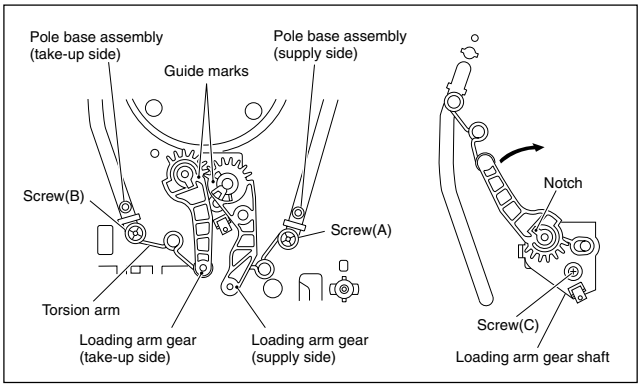
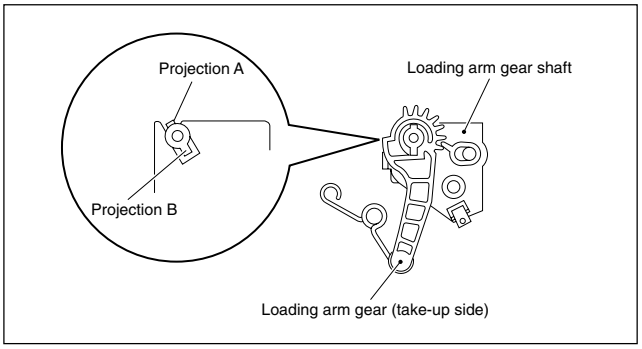

Fig. 2-2-16a
Fig. 2-2-16b
(1) Remove the loading arm gear (supply side) by loosening the screw (A). (See Fig. 2-2-16a.)
(2) Remove the screw (B) and remove the torsion arm from the pole base assembly (take-up side). (See Fig.2-2-16a.)
(3) Turn the loading arm gear (take-up side) clockwise so that the notch of the loading arm gear (take-up side) is in alignment with the projection of the loading arm gear shaft and lift it.
Likewise, turn the loading arm counterclockwise so that the notch is in alignment with the projection and remove the loading arm gear (take-up side). (See Fig.2-2-16a and Fig. 2-2-16b.)
(1) Align the notch of the loading arm gear (take-up side) to the projection B of the loading arm gear shaft and slip it over. Then rotate it clockwise for alignment with the projection A and slip it down to the bottom. (See Fig.2-2-16b.)
(2) Then turn the loading arm gear (take-up side) counterclockwise. Hang the torsion arm on the pole base assembly (take-up side) and tighten the screw (B).
(3) Install the loading arm gear (supply side) so that the guide mark of the loading arm gear (take-up side) is in alignment with the guide mark of the loading arm gear (supply side). Then hang the torsion arm on the pole base assembly (supply side) and tighten the screw (A). (See Fig.2-2-16a.)